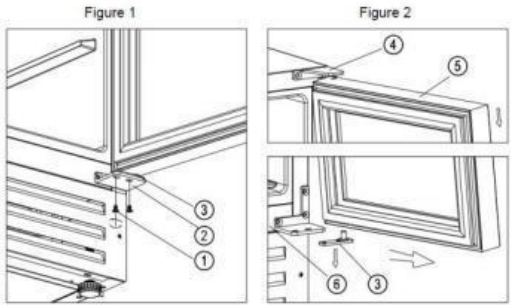

Figur 1–2
2. (Figur 1) Skru ut de to skruene (1) fra det nedre høyre hengselet (2).